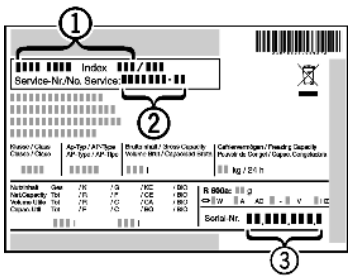

Fig. 10
- ▶ Označení přístroje *Fig. 10 (1)*, servisní číslo *Fig. 10 (2)* a sériové číslo *Fig. 10 (3)* naleznete na typovém štítku. Identifikační typový štítek je umístěn na levé vnitřní stěně přístroje.
- ▶ Informujte zákaznický servis a sdělte poruchu, označení přístroje *Fig. 10 (1)*, servisní číslo *Fig. 10 (2)* a sériové číslo *Fig. 10 (3)*.